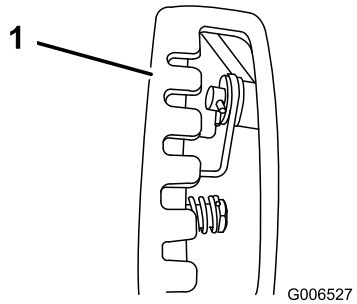

**Figur 13**
**Obs:** Monteringen går lättare om du tittar ned genom öppningen i växelväljaren (Figur 13).